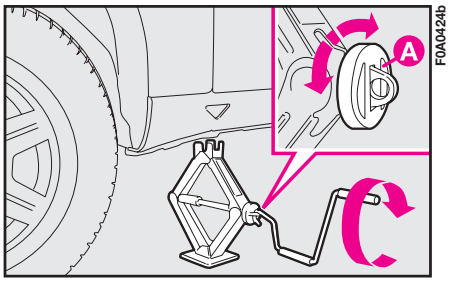
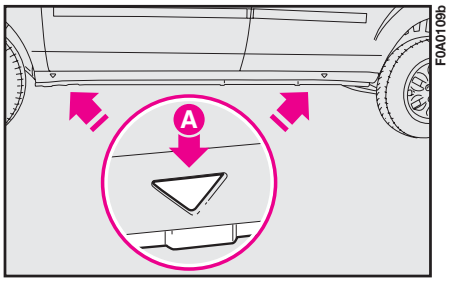

fig. 7
fig. 8
**10)** Operate the handle **A-fig. 7** to partially open the jack. Position the jack under the vehicle at the reference points **A-fig. 8** near the wheel to be replaced.